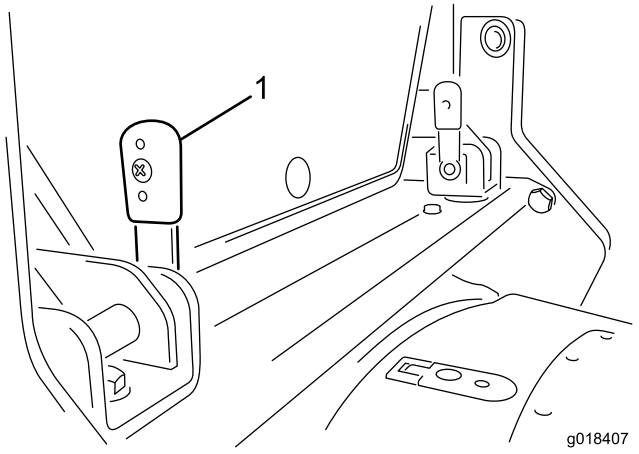

Figuur 12
1. Draai de twee borghendels op de dwarsstang achteraan de cabine omhoog (Figuur 12).
3. Duw de verticale hendels (Figuur 12) door de beugels. Misschien moet u de hendels heen en weer bewegen in de beugels om de borgpennen uit te lijnen met de openingen.